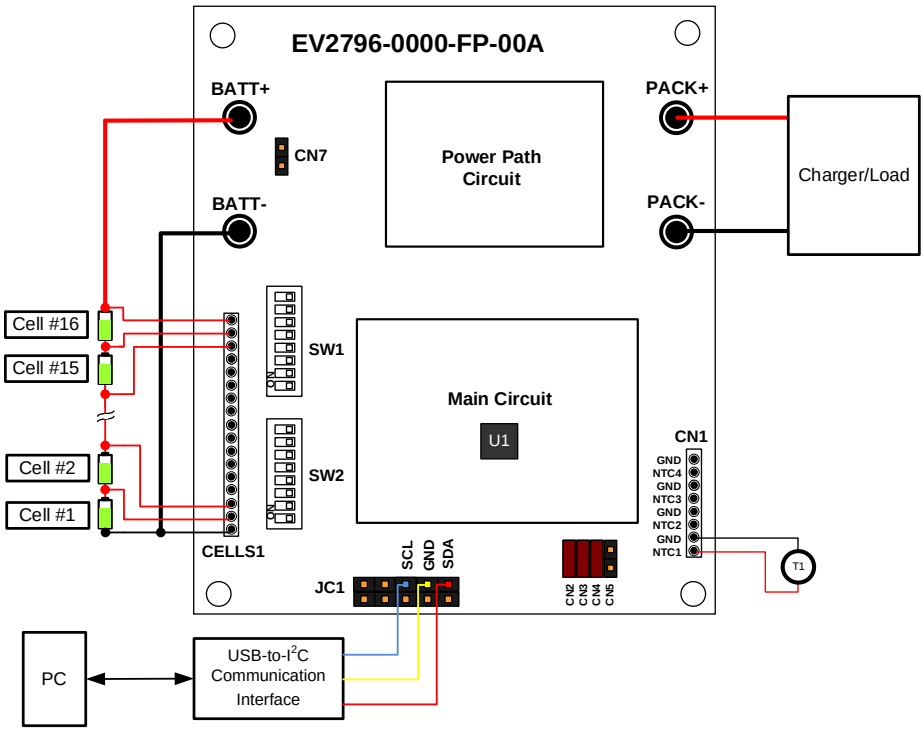
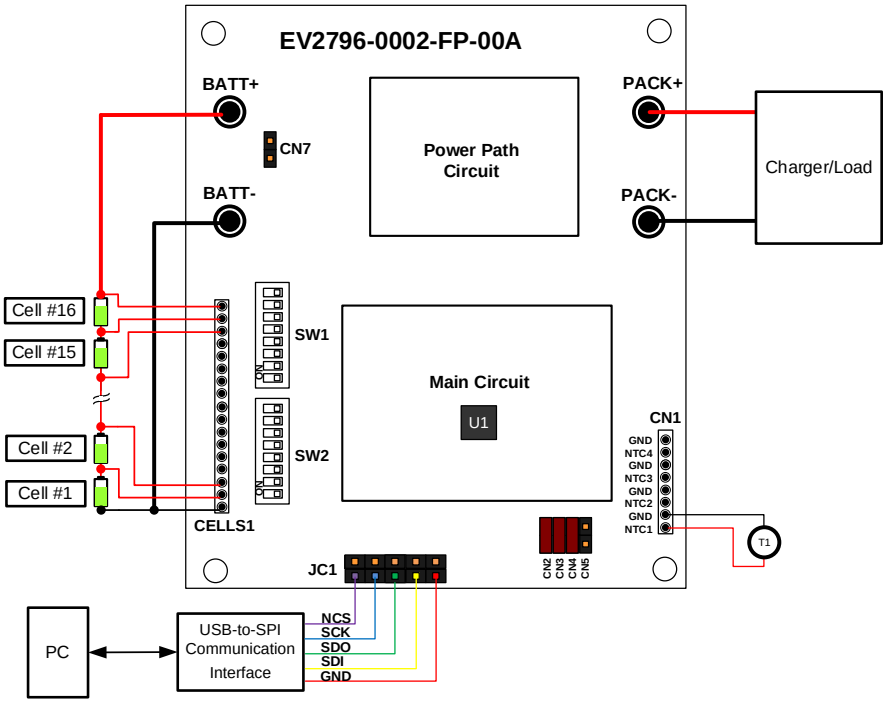

Figure 9: EV2796-0000-FP-00A Wire Connection
Figure 10: EV2796-0002-FP-00A Wire Connection
9. If using the EV2796-0000-FP-00A, connect SDA, SCL, and GND to the USB-to-I^2C communication interface (see Figure 9 on page 10). If using the EV2796-0002-FP-00A, connect NCS, SCK, SDO, SDI, and GND to the USB-to-SPI communication interface (see Figure 10 on page 10).